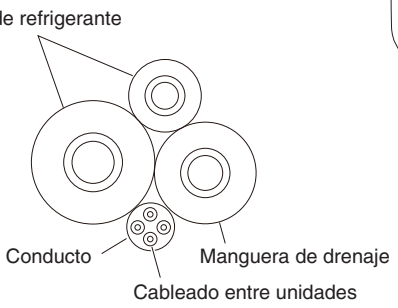

Fig. 3-27
(5) Ensamble el tubo de refrigerante, la manguera de drenaje y el conducto (incluyendo el cableado entre unidades), tal y como se muestra en la Fig. 3-27.